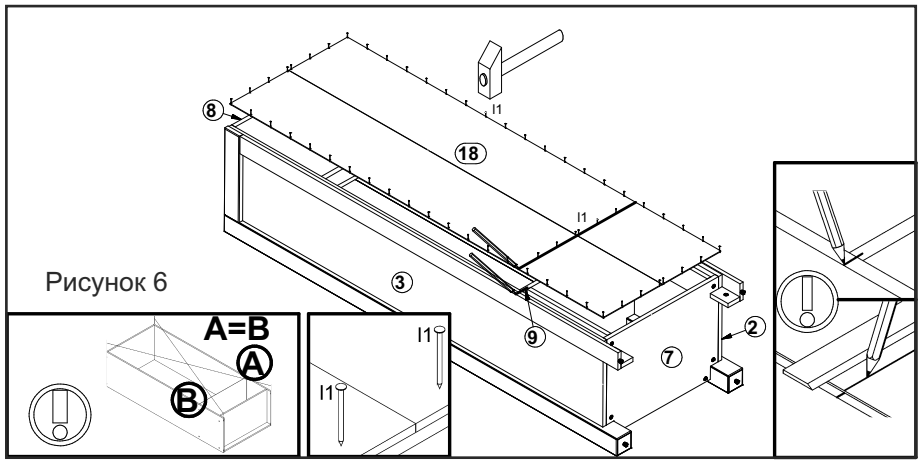

Рисунок 6
15. Положить корпус шкафа фасадными кромками вниз на ровную поверхность и выровнять его, измеряя рулеткой расстояние между противоположными углами по диагонали. Расстояния должны быть равными **(см. рис. 6)**.
16. Закрепить стенку заднюю **18** на корпусе шкафа гвоздями **l1** с шагом **80-120 мм (см. рис. 6)**.